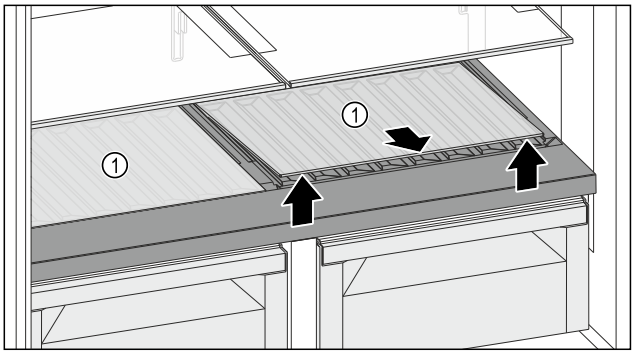

Fig. 131
▶ Ridicați în față și extrageți o placă de sticlă sau ambele plăci de sticlă *Fig. 131 (1)* din degajare.
▶ Păstrați placa(ăcile) de sticlă *Fig. 131 (1)* în siguranță în afara aparatului.